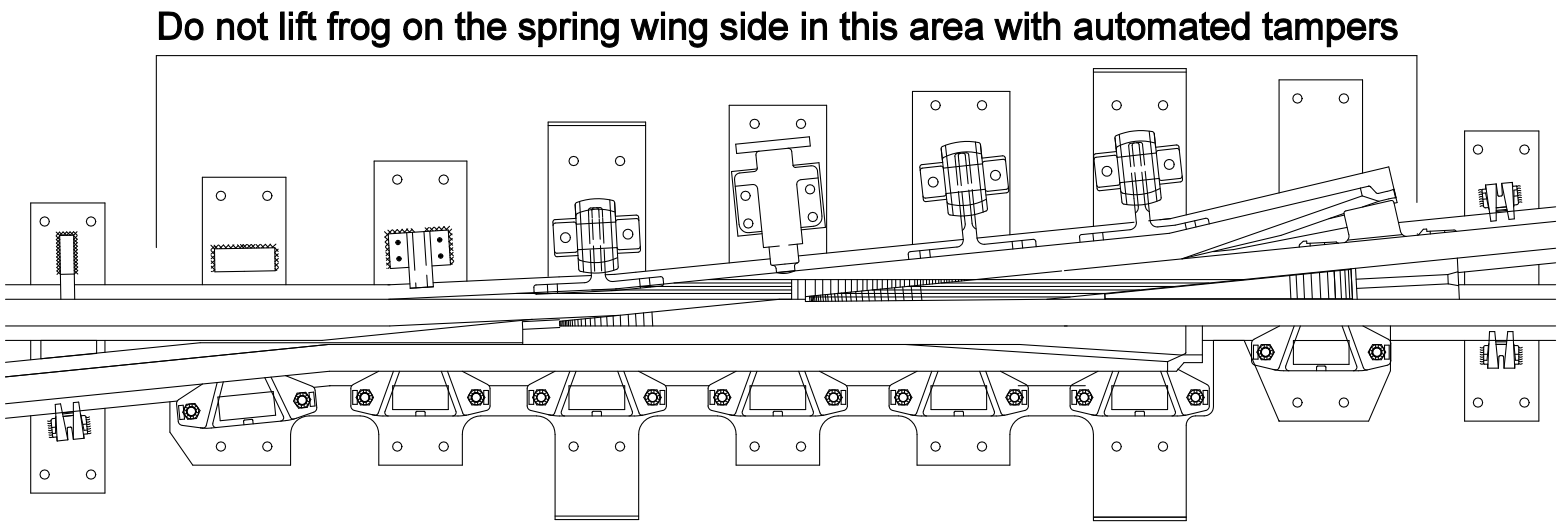

Figure 5-YY
3. Tamping with automated equipment can bend the plates and may restrict the opening or closure of the spring wing if precautions are not taken. Auxiliary jacks should be placed under the far rail of the turnout opposite the tamper when surfacing through the frog area to assist in lifting. Surfacing through the diverging side of the turnout before the straight side will greatly reduce the amount of force necessary to lift the frog from the spring wing side. The rail clamps of the tamper should not be used to grab and lift the wing rail or plating anywhere along the base plate supporting the frog on the spring wing side. See Figure 5-YY